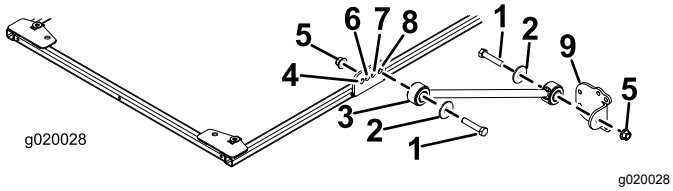

Рисунок 20
- На моделях 03820, 03821, 30604, 30605, 30608 и 30609 с каждой стороны рамы солнцезащитного навеса прикрепите, не затягивая, подпорку к **заднему** отверстию кронштейна подпорки с помощью болта (½ x 2½ дюйма), шайбы (½ дюйма) и фланцевой гайки (½ дюйма), как показано на Рисунок 20.
8. Прикрепите, не затягивая, кронштейн подпорки к каждой подпорке с помощью болта (½ x 2½ дюйма), шайбы (½ дюйма) и фланцевой гайки (½ дюйма), как показано на Рисунок 20.